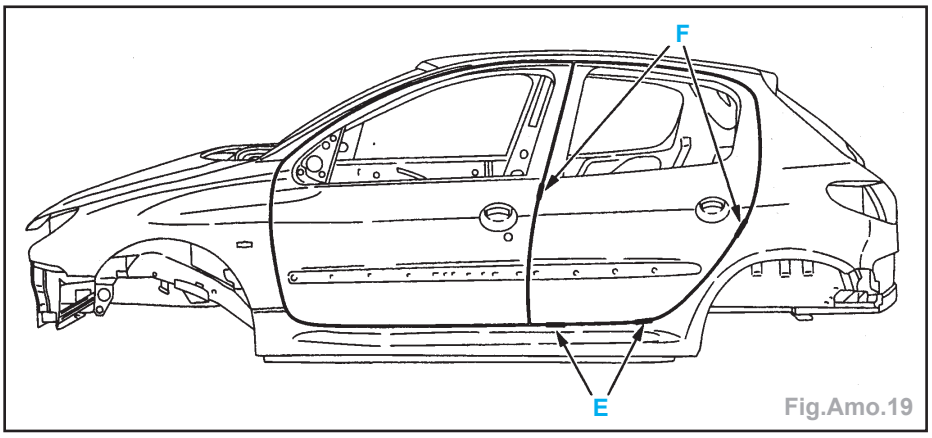

Fig.Amo.19
- Fermer la porte et contrôler les jeux (Fig.Amo.19) :
- hauteur (E) = 5 ± 2 mm,
- jeux (F) = 5 ± 1,5 mm,